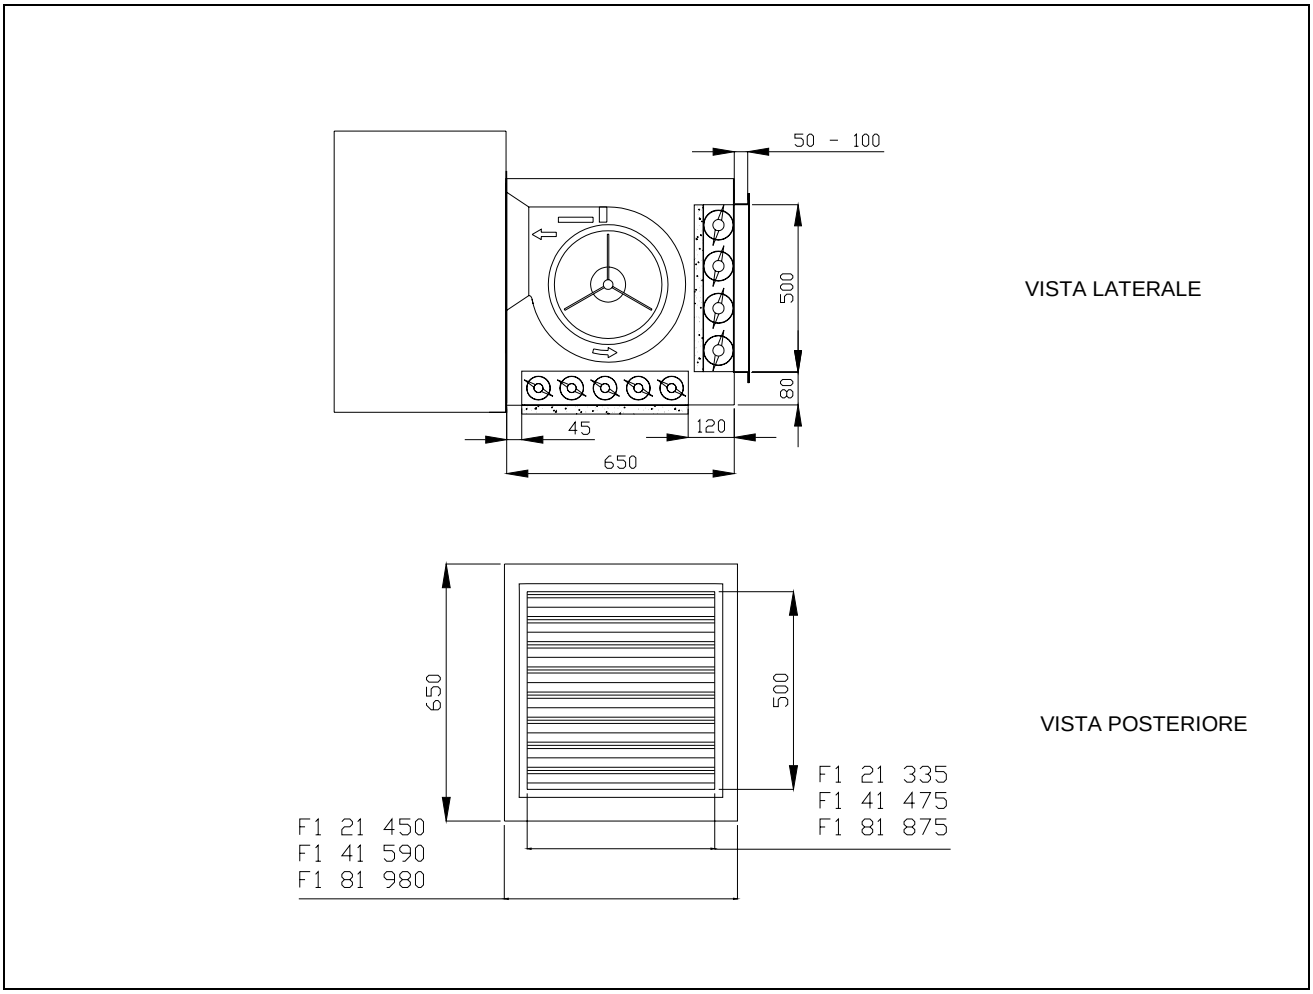

FIGURA 3 – DIMENSIONI CAMERA DI MISCELA GENERATORI SERIE F1 CM
***** *DIMENSIONE NON VALIDA PER I GENERATORI SERIE F1 CM: VEDERE FIGURA 3*